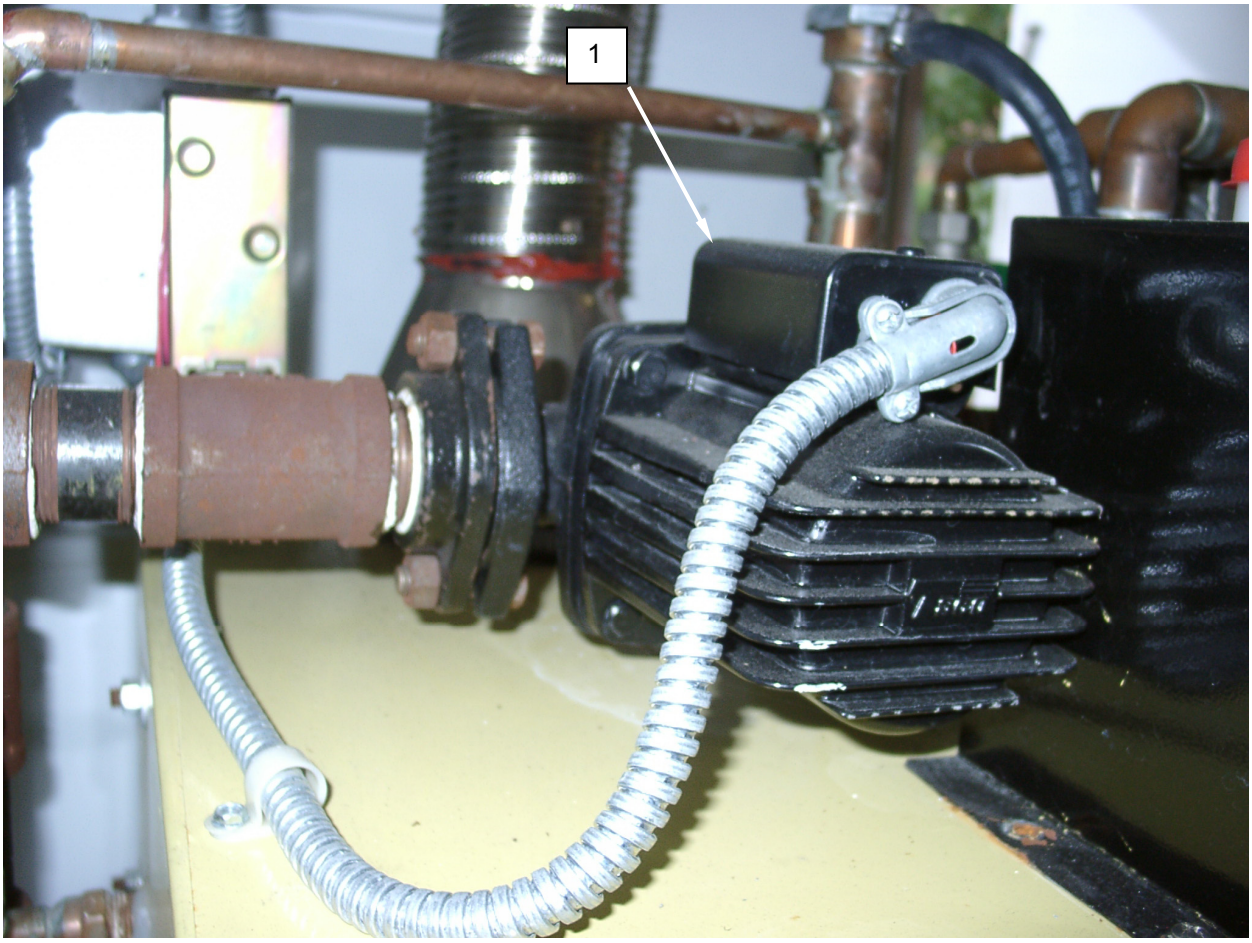

Figure 1. Test the Circulation Pump Motor.
2. Remove screws retaining junction box cover **(Figure 1, Item 1)** and remove cover.
7. Install junction box cover **(Figure 1, Item 1)**, and retain with screws.